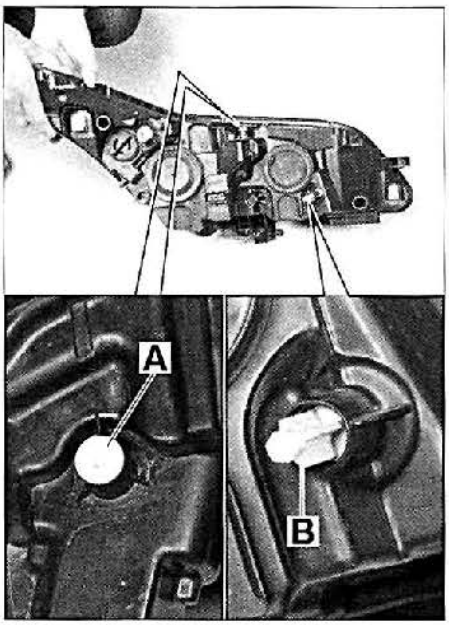

FIG. 9
• Proceder a los reglajes de las ópticas actuando sobre los tornillos (A) y (B) **(fig. 9).**